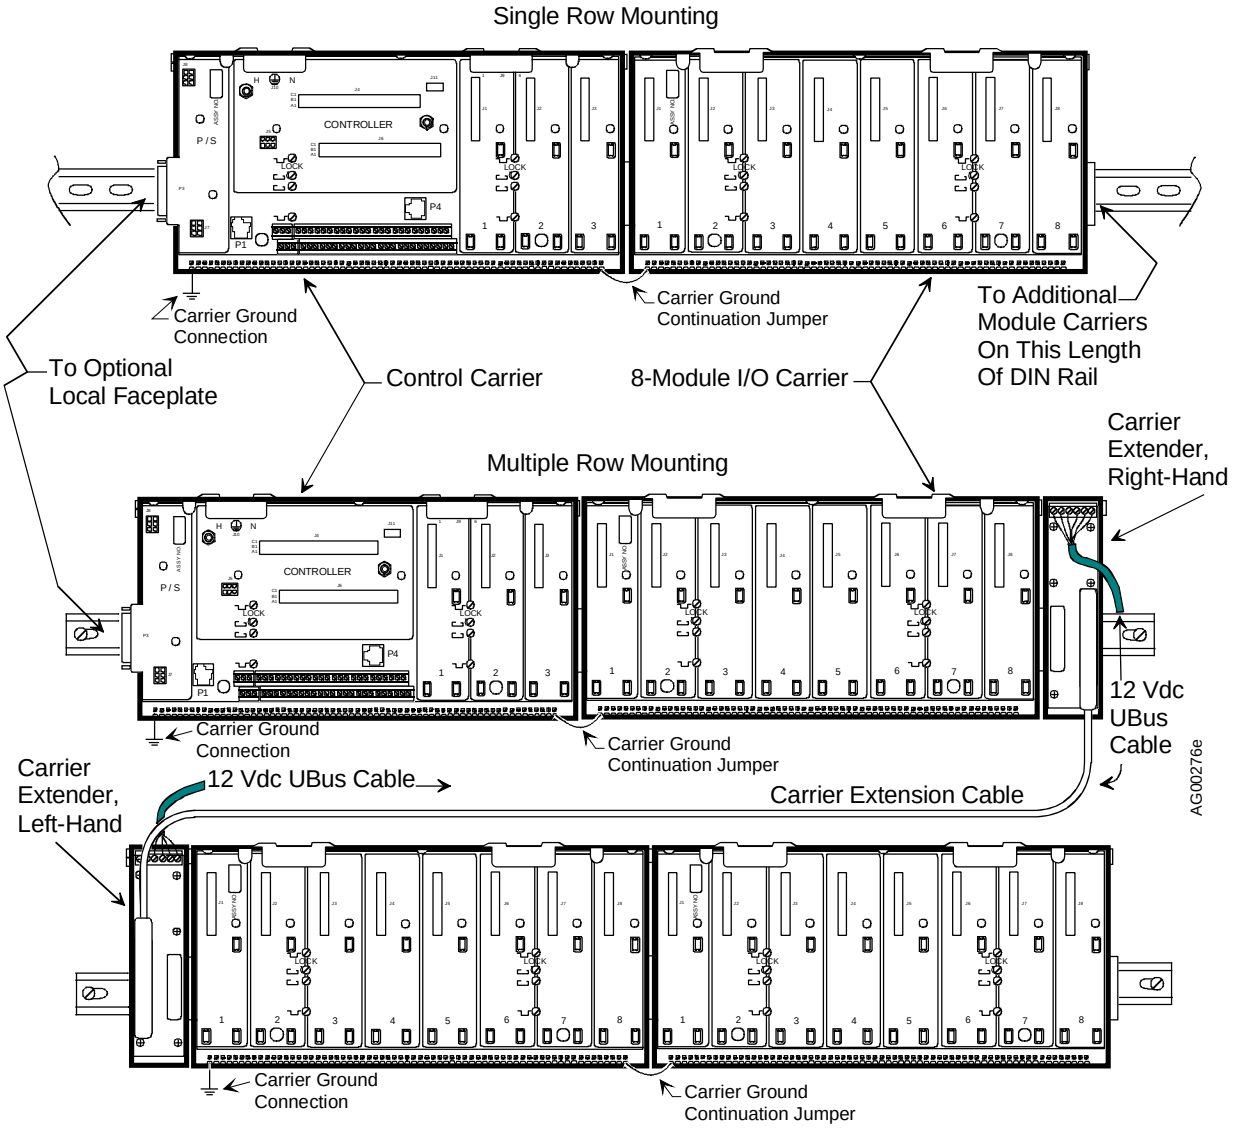
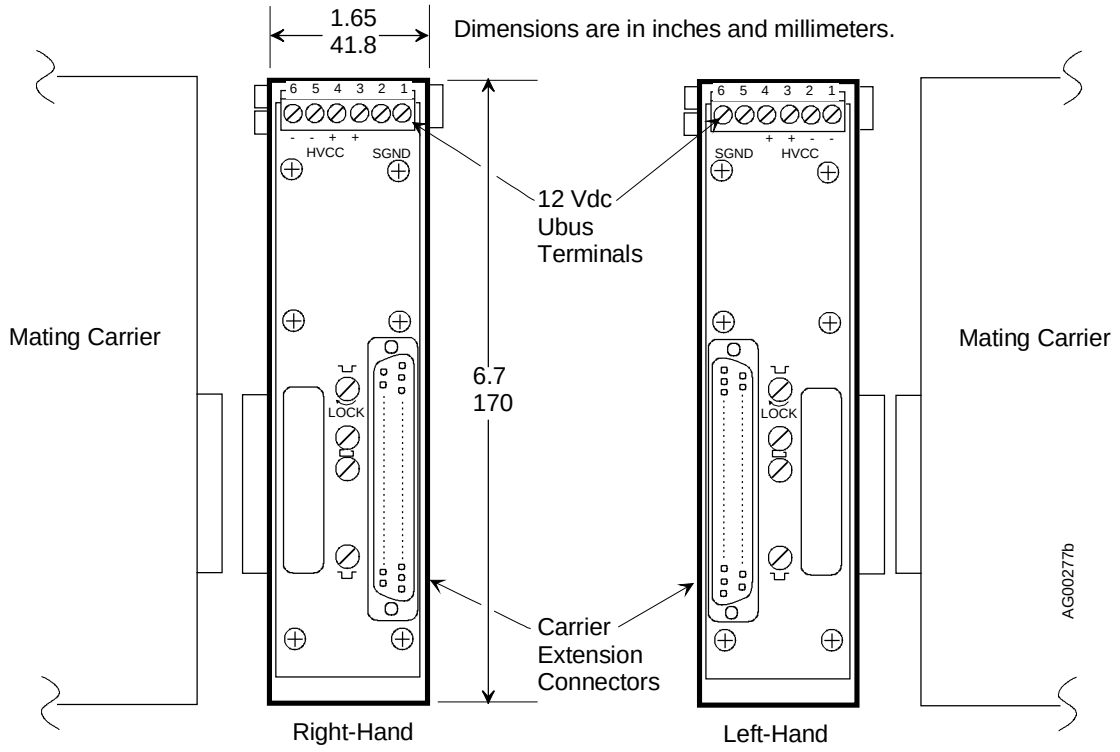

FIGURE 8-7 Carrier Extender Mounting and Cabling
FIGURE 8-8 Carrier Extender Dimensions
This section describes the installation of right-hand and left-hand carrier extenders, the 12V Ubus cable, and the carrier extension cable. Figure 8-7 shows the use of these items in a multiple row configuration. They serve to interconnect adjacent rows by plugging into the carrier (control or module) at the end of one row and into the carrier at the start of the next row. Typically, extenders are not used in single row mounting installations.
A carrier extender plugs directly into a control or module carrier. It is mounted in a similar manner as the carrier into which it is plugged (i.e. DIN rail or flat panel). Carrier extender physical dimensions are shown in Figure 8-8. The carrier extension cable is connected between a right-hand extender and a left-hand extender, as shown in Figure 8-7.
1. Plug the carrier extender into the carrier. Refer to Figure 8-7. The connector seating force and the keys at the ends of the carrier and extender are sufficient to ensure a secure physical and electrical connection. A carrier extender does not fasten to the flat panel.
Figure 8-8 shows the location of the mounting screws with ¼ turn nuts that secure the carrier extender to the DIN rail. As shown by the symbols on the carrier extender, there are two pairs of mounting hardware for each DIN rail type. One pair is for G-type DIN rail and one for T-type.
1. Ensure that the ¼-turn nuts are retracted by rotating the screws shown in Figure 8-8 counterclockwise.
2. Locate and orient the carrier extender on the DIN rail and plug the extender into the adjacent carrier. Refer to Figure 8-7 as necessary.
This cable carries the Ubus 12 Vdc from the right-hand carrier extender to the left-hand extender as shown in Figure 8-7. Figure 8-8 shows the 6-terminal connector on each carrier extender. Cable connections are shown in the wiring diagram below. The Ubus cable is not installed when an accessory (external) 12 Vdc power supply is used to power the modules connected to the left-hand carrier extender, as shown in Appendix C.